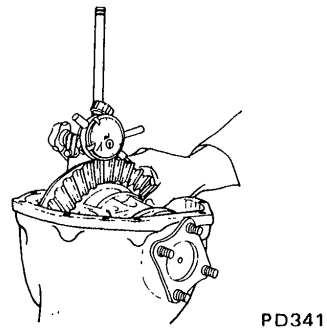

Fig. PD-60 Measuring the backlash of ring gear and pinion
6. Measure ring gear-to-drive pinion backlash with a dial indicator and adjust it to 0.13 to 0.18 mm (0.0051 to 0.0071 in). See Figure PD-60.